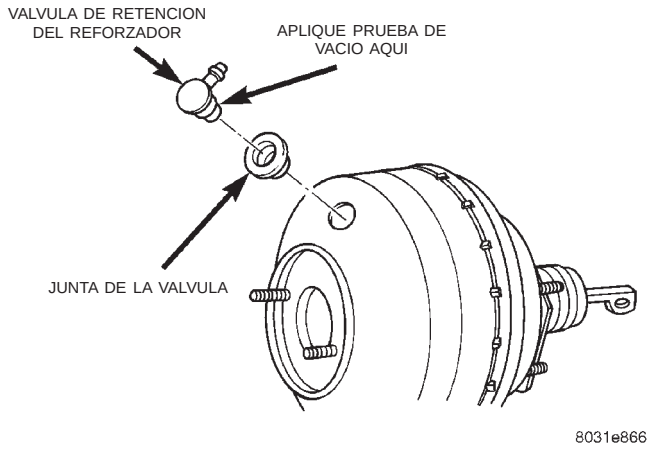

Fig. 8 Junta y válvula de retención de vacío
(1) Desconecte la manguera de vacío de la válvula de retención.
(2) Retire del reforzador la válvula de retención y la junta de la válvula.
(3) Se puede utilizar para la prueba una bomba de vacío accionada manualmente.
(4) Aplique 50,6–67,5 kPa (15-20 pulgadas) de vacío en el extremo mayor de la válvula de retención (Fig. 8).
(5) El vacío debe mantenerse constante. Si el indicador de la bomba indica una pérdida de vacío, la válvula está defectuosa y se debe reemplazar.